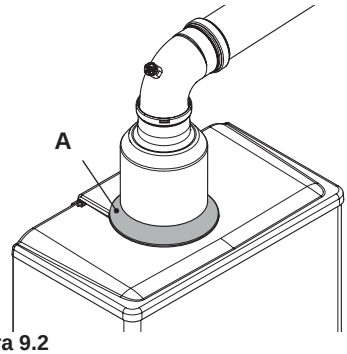

Figura 9.2
- Spingere verso l'alto il copri foro **A** (Figura 9.2).